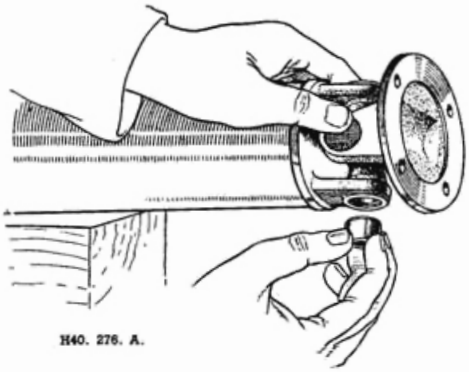

Fig. G.4.
(1) Clean away the enamel from all the snap rings and bearing faces, to ensure easy extraction of the bearings.
(2) Remove the snap rings by pressing their ends together and prise out with a screwdriver. If the ring does not come out, tap the bearing face lightly to relieve the pressure against the ring.
(3) Hold the splined end of the shaft in one hand and tap the radius of the yoke with a lead or copper hammer (Fig, G.3) when the bearing will begin to emerge. If difficulty is experienced, use a small bar to tap the bearings from the inside, taking care not to damage the race itself. Turn the yoke over and extract the bearing with the fingers (Fig. G.4) being careful not to lose any of the needles.
(4) Repeat this operation for the other bearing, and the splined yoke can be removed from the spider.
(5) Using a support and directions as above remove the spider from the other yoke.